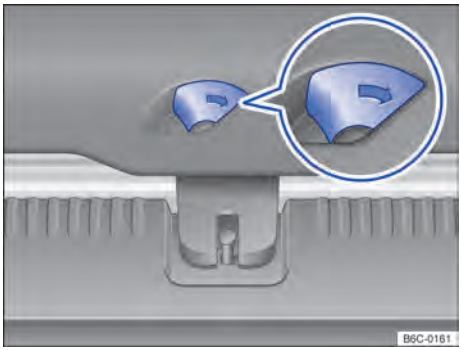

Fig. 63 No compartimento de bagagem: destravar a tampa traseira.
– Deslocar a alavanca de destravamento no sentido da seta → Fig. 63, para destravar a tampa traseira. ◁